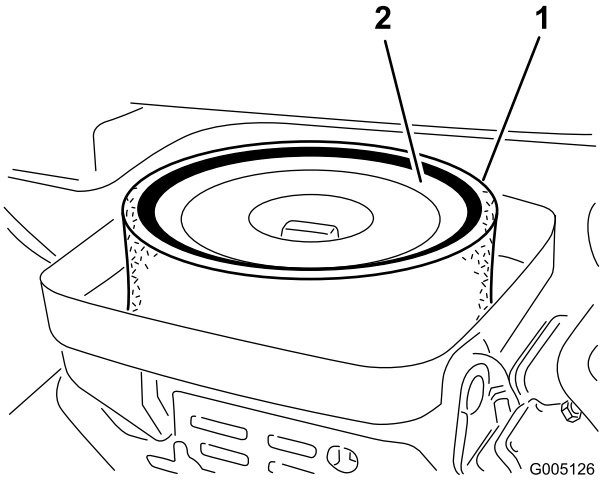

Figur 44
3. Ta bort skumgummidelen från pappersinsatsen om den är smutsig (Figur 44). Rengör den ordentligt på följande sätt: